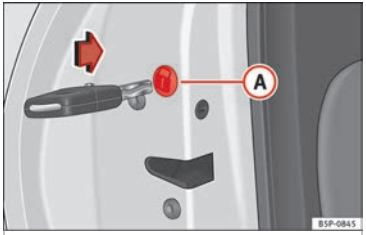

Fig. 167 Emergency door locking.
Open the door and remove the cap (A) ››› Fig. 167 printed with a lock image. This will expose a circular element with a groove in the centre. Insert the key into the groove and rotate the element clockwise for the right hand side doors and anticlockwise for the left hand side doors.